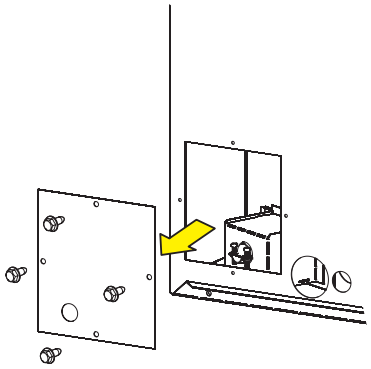

Figure 9
1. Remove the electrical access cover panel from the left end of the fireplace. **See Figure 9.**
6. Reinstall the electrical access panel with the screws removed in step 1. **See Figure 9.**